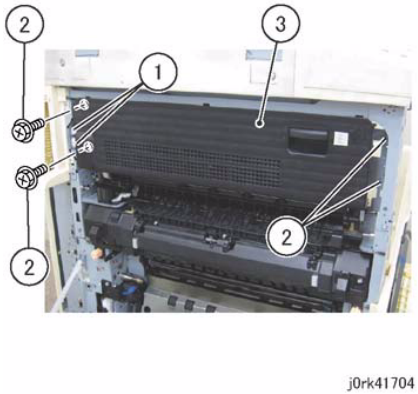

Figure 2 Exit 2 Assy Removal
5. Remove the Exit 2 Assembly. (Figure 2)